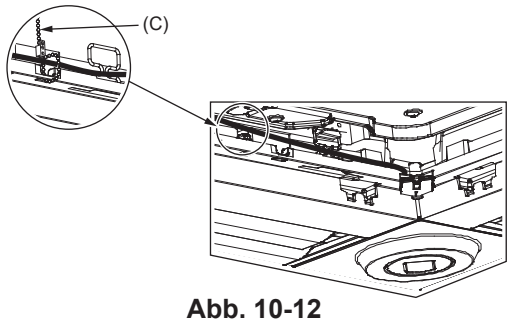

Abb. 10-12
- i-see-Sensor- und Signalempfängerkabel mit dem Kabelbinder so an der Platte sichern (siehe Abbildung), dass kein Kabel durchhängt und dann das überstehende Kabelbinderende abschneiden. (Abb. 10-12)
- Wenn die Position des i-see-Sensors von "○" (E) auf "□" (F) geändert worden ist, ebenfalls die Funktionseinstellungen ändern. (Siehe Seite 15.)